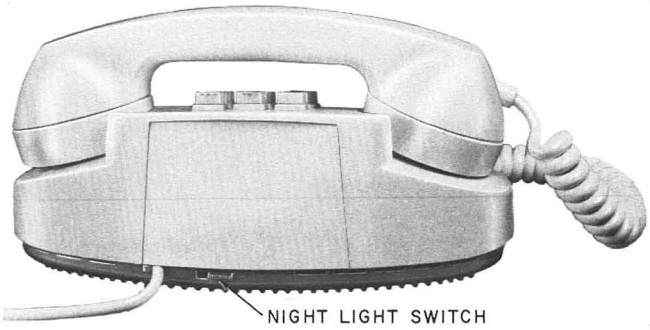

Fig. 4—▶2700-Type Telephone Set, Rear—Night Light Switch Location◀
- ***Night Light Switch:*** allows dial lamp to be operated at reduced intensity (dial lamp illuminates dial at full intensity with handset off-hook) (Fig. 4).